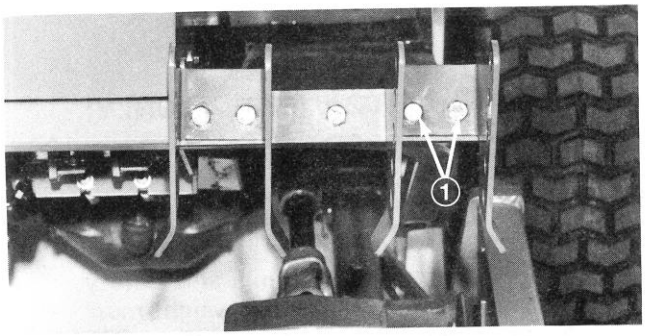

Figure 6
4. Mount other spring bracket to mounting bracket with (2) two 1" long capscrews and flangenuts (Fig. 6).